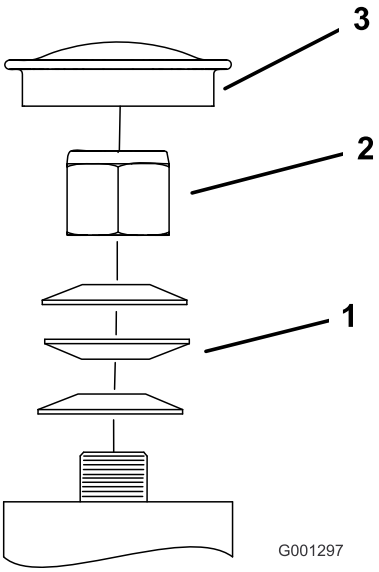

Figur 58
3. Ta av dammkåpan och dra åt låsmuttern (Figur 58).
4. Dra åt låsmuttern tills fjäderbrickorna är plana och släpp sedan efter 1/4 varv för att få rätt förbelastning på lagren (Figur 58).
Viktigt: Kontrollera att fjäderbrickorna har monterats korrekt i enlighet med Figur 58.
5. Montera dammkåpan (Figur 58).